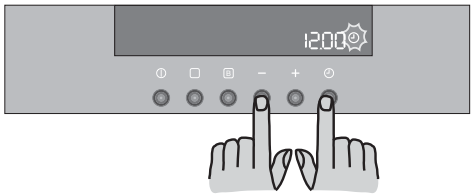

Рис. 19
2. Нажмите кнопки ⏲ и “—” одновременно. Вы услышите краткий звуковой сигнал и время 12:00 высветится на дисплее (Рис. 19).